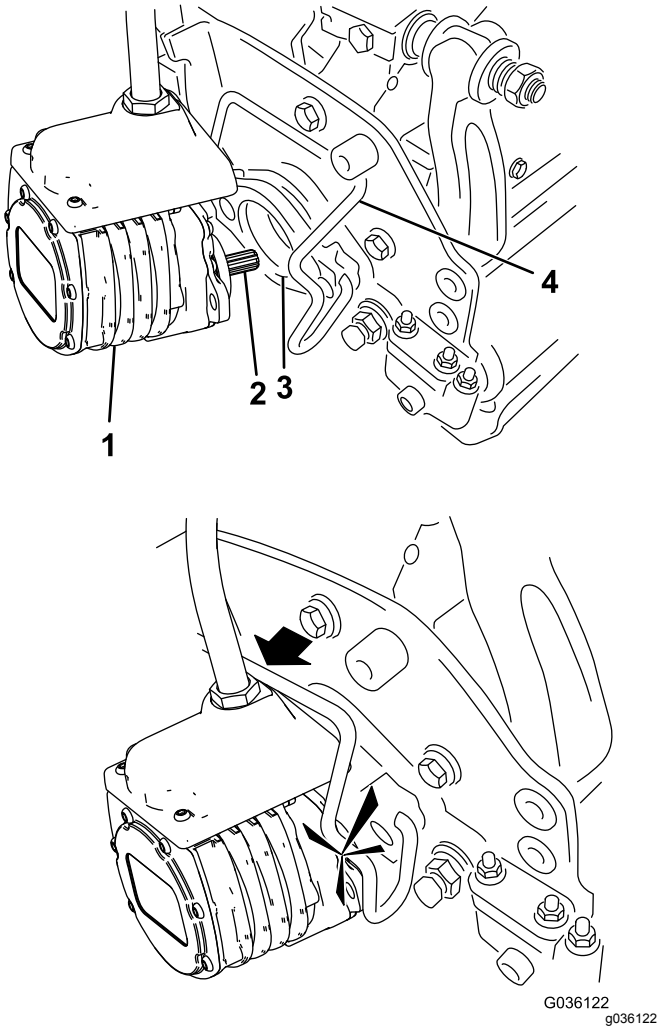

Figur 54
6. Stryk på rent fett på klippenhetsmotorns räfflade axel (Figur 54).
7. För in motorn på vänster sida av klippenheten (sett från förarsätet) och dra motorfäststaget på klippenheten mot motorn tills du hör ett klickljud från båda sidorna av motorn (Figur 54).